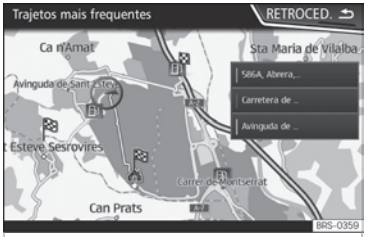

Fig. 207 Navegação preditiva
- No ecrã principal do Menu de navegação, pressione na janela emergente a tecla Trajetos frequentes. Para visualizar os trajetos habituais pressione o botão Mostrar em mapa ››› Fig. 207.